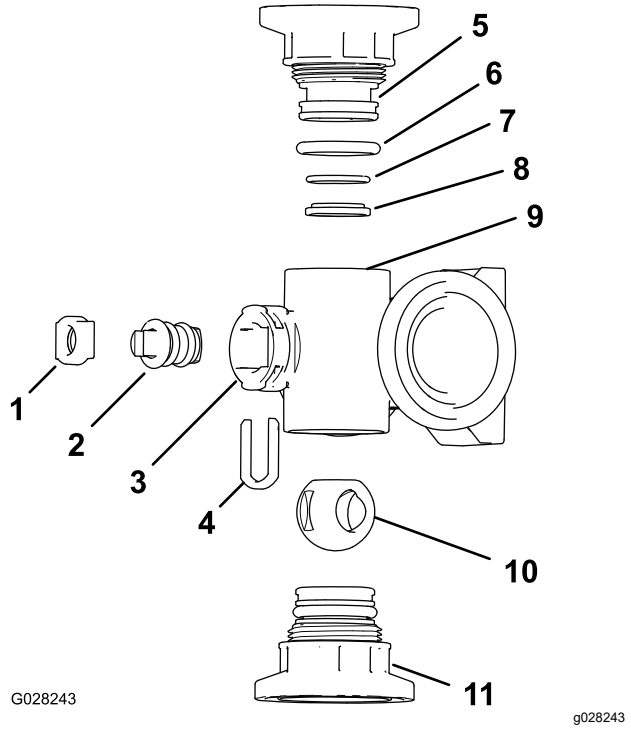
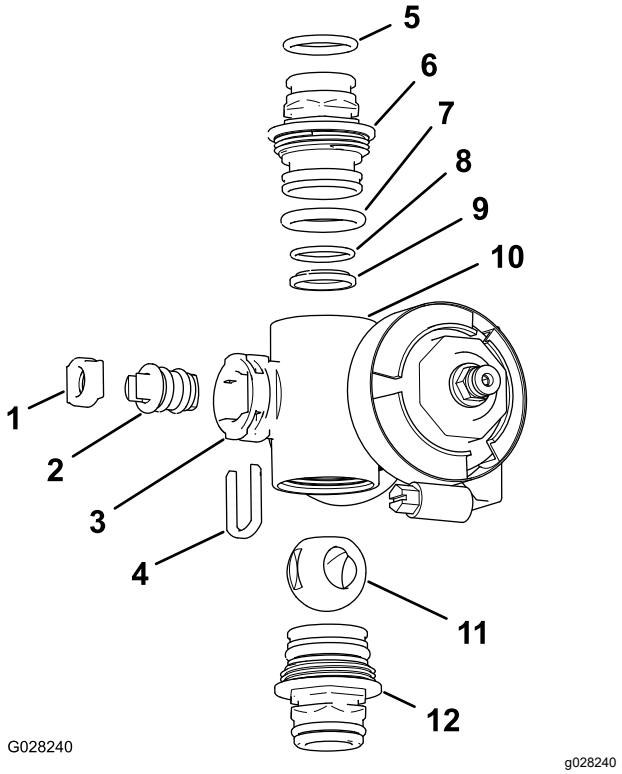

**Figura 78**
**Figura 79**
2. Remova os 2 conjuntos de encaixe de tampa de extremidade de cada extremidade do corpo do coletor (Figura 78 e Figura 79).
4. Remova o retentor da haste das fendas no porto da haste no coletor (Figura 78 e Figura 79).
5. Remova o retentor da haste e o assento da haste da válvula do coletor (Figura 78 e Figura 79).
6. Alcance o corpo do coletor e remova o conjunto da haste da válvula (Figura 78 e Figura 79).
1. Verifique a condição dos anéis "O-ring" do encaixe de saída (somente coletor da válvula de seção), os anéis "O-ring" da tampa terminal, os anéis "O-ring" do assento traseiro e o assento da esfera quanto a danos ou desgaste (Figura 78 e Figura 79).
2. Aplique graxa de silicone na haste da válvula e insira-a no assento da haste da válvula (Figura 78 e Figura 79).
3. Instale a haste e o assento da válvula no coletor e prenda a haste e o assento com o retentor da haste (Figura 78 e Figura 79).
4. Certifique-se de que o anel "O-ring" do assento traseiro e o assento da esfera estejam alinhados e assentados no encaixe da tampa terminal (Figura 78 e Figura 79)
5. Instale o conjunto do encaixe da tampa terminal no corpo do coletor até que o flange do encaixe da tampa terminal toque no corpo do coletor (Figura 78 e Figura 79), em seguida, gire o encaixe da tampa terminal por mais 1/8 a 1/4 de volta.